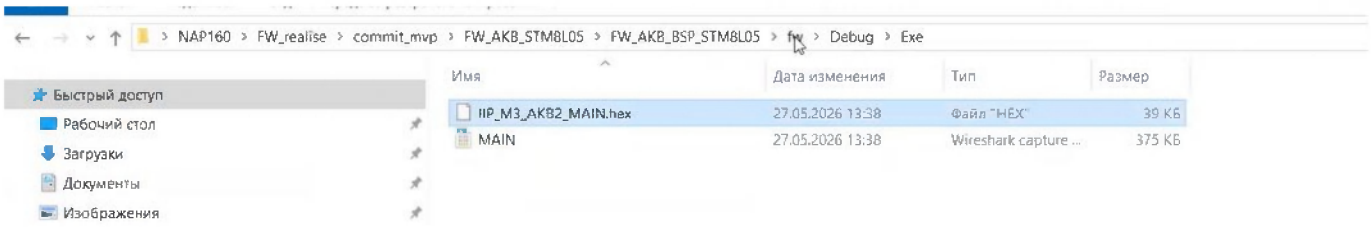

Рисунок 22
4.4.5 Файл IIP_M3_AKB2_MAIN.hex будет создан в директории: C:\Рабочий стол\NAP160\FW_realise\commit_mvp\FW_AKB_STM8L05\FW_AKB_BSP_STM8L05\fw\Debug\Exe (Рисунок 22).